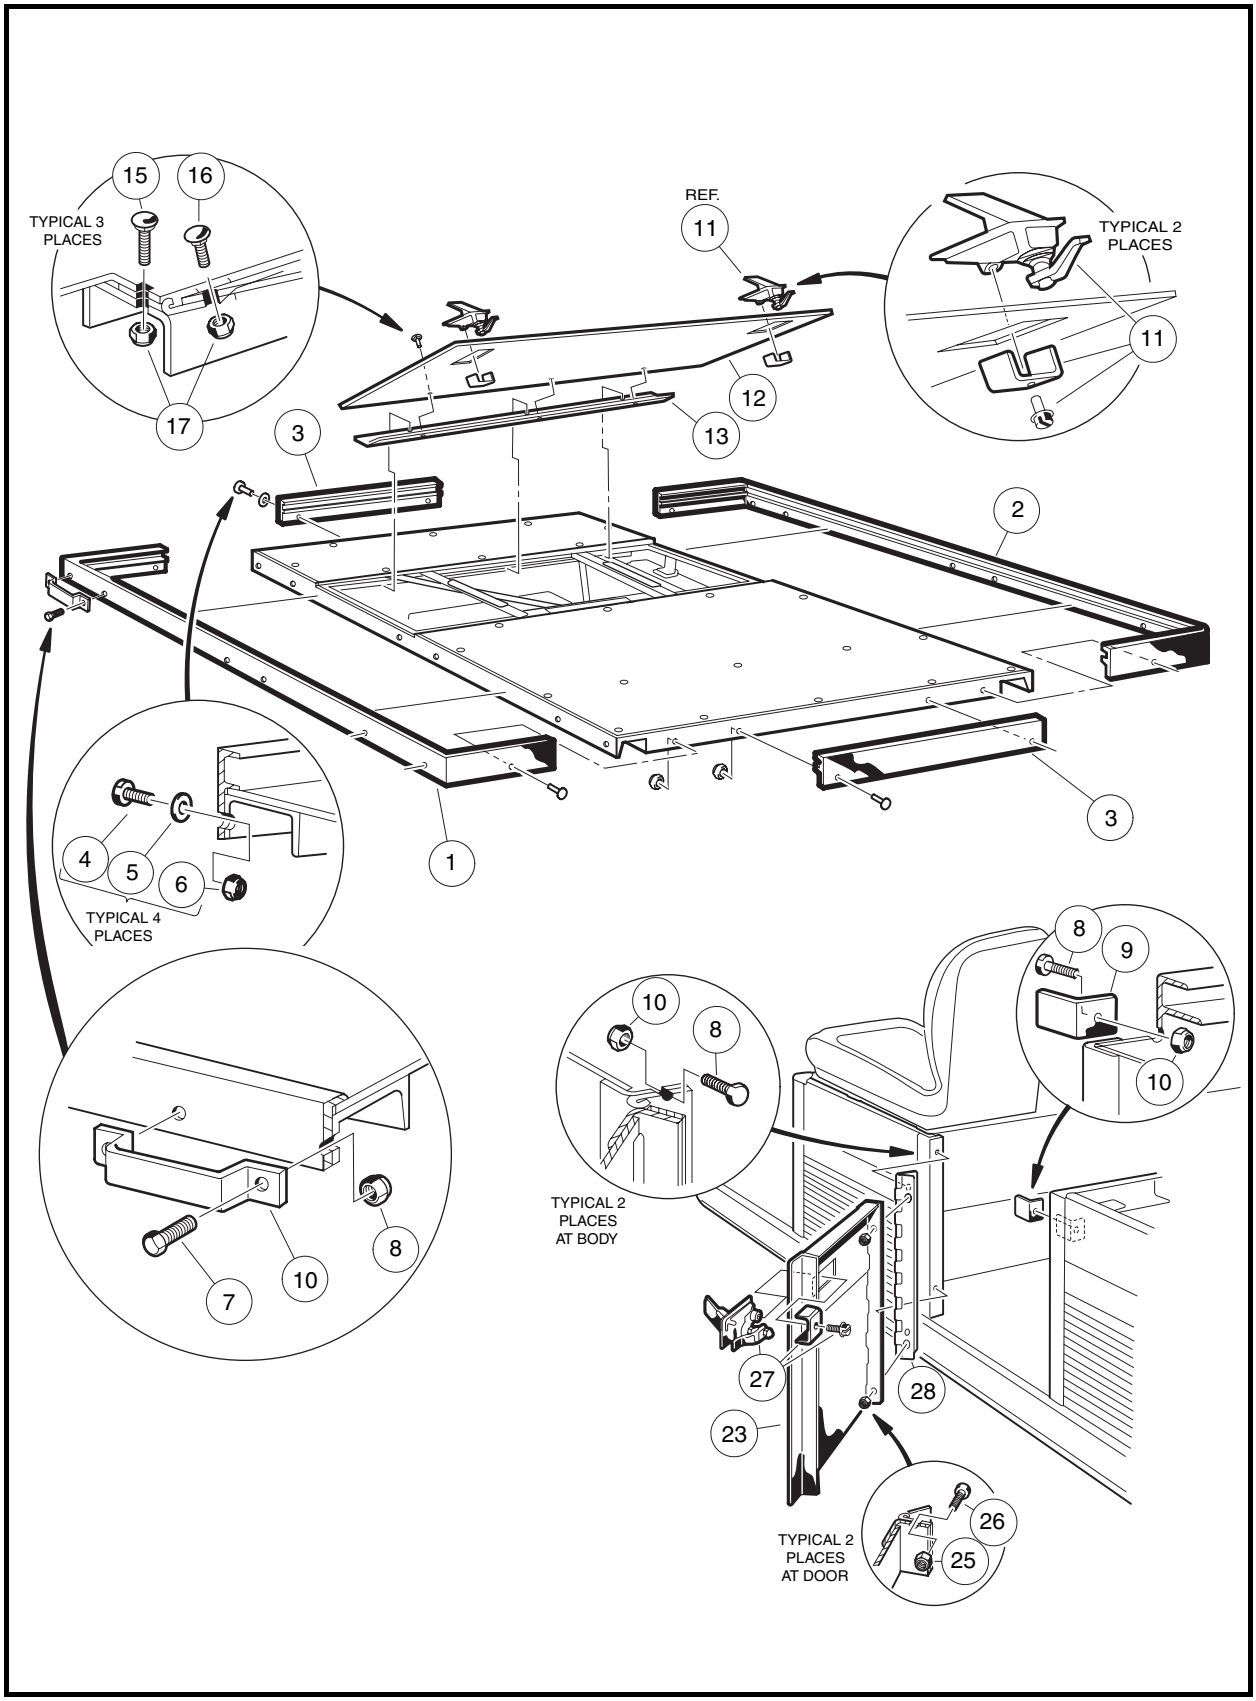

Figure 4-4 Flat Bed Trim, Access Door, and Side Door – Turf 6 and Carryall 6
1. Release access door latches (11) and open access door (12) **(Figure 4-4, Page 4-9)**.
4. Remove four bolts (4), flat washers (5), and lock nuts (6) from trim strips (3) on front and rear edge of bed. Remove trim strips from bed.
5. Remove two bolts (7) and lock nuts (8) from the bracket (10) on driver-side trim strip (1). Remove bracket from bed.
2. Tighten bolts (4 and 7) to 8 ft-lb. (10.8 N·m) **(Figure 4-4, Page 4-9)**.
1. Raise levers on left and right hand door latches (11), rotate them 180 degrees and open access door. Rest door against seat back support panel **(Figure 4-4, Page 4-9)**.
2. Remove three lock nuts (17) and bolts (16) from access door side of hinge.
1. Install access door in the reverse order of removal **(Figure 4-4, Page 4-9)**.
2. Tighten nuts (17) to 8 ft-lb (10.8 N·m).
3. Close access door and secure both door latches (11).
1. Lift door latch lever (27), rotate 180 degrees, and open side door **(Figure 4-4, Page 4-9)**.
2. Remove two 1/4 x 5/8 bolts (26) and lock nuts (25) from door hinge.